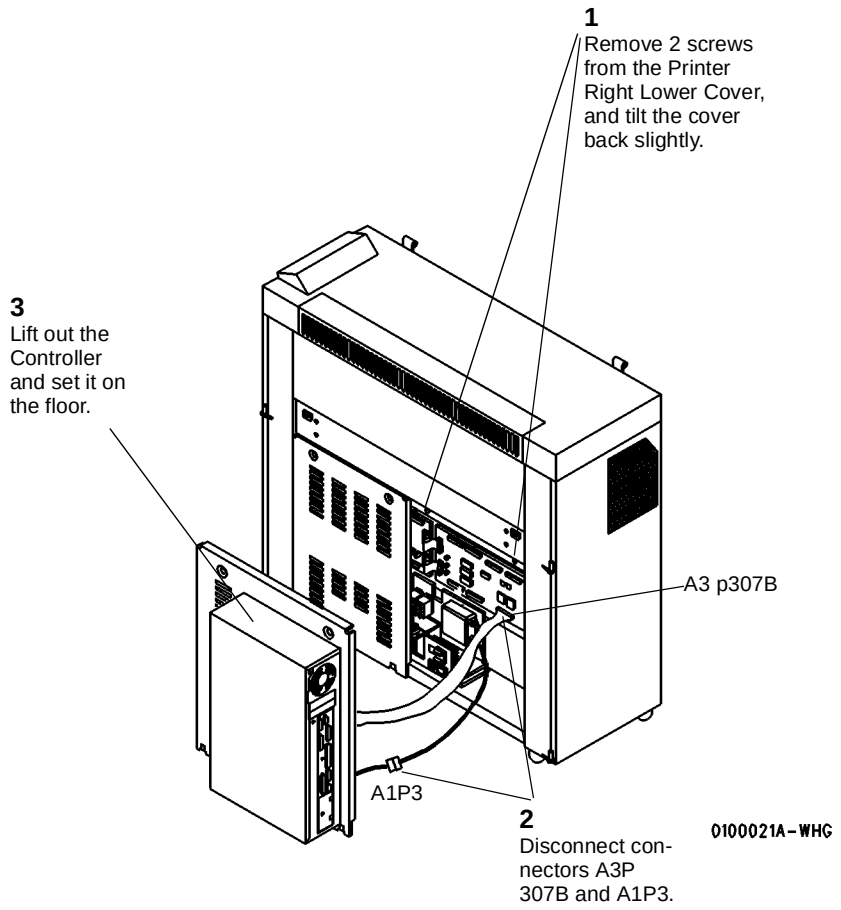

**Figure 1 Removing the Controller**
2. (Figure 1): Prepare to remove the Controller.